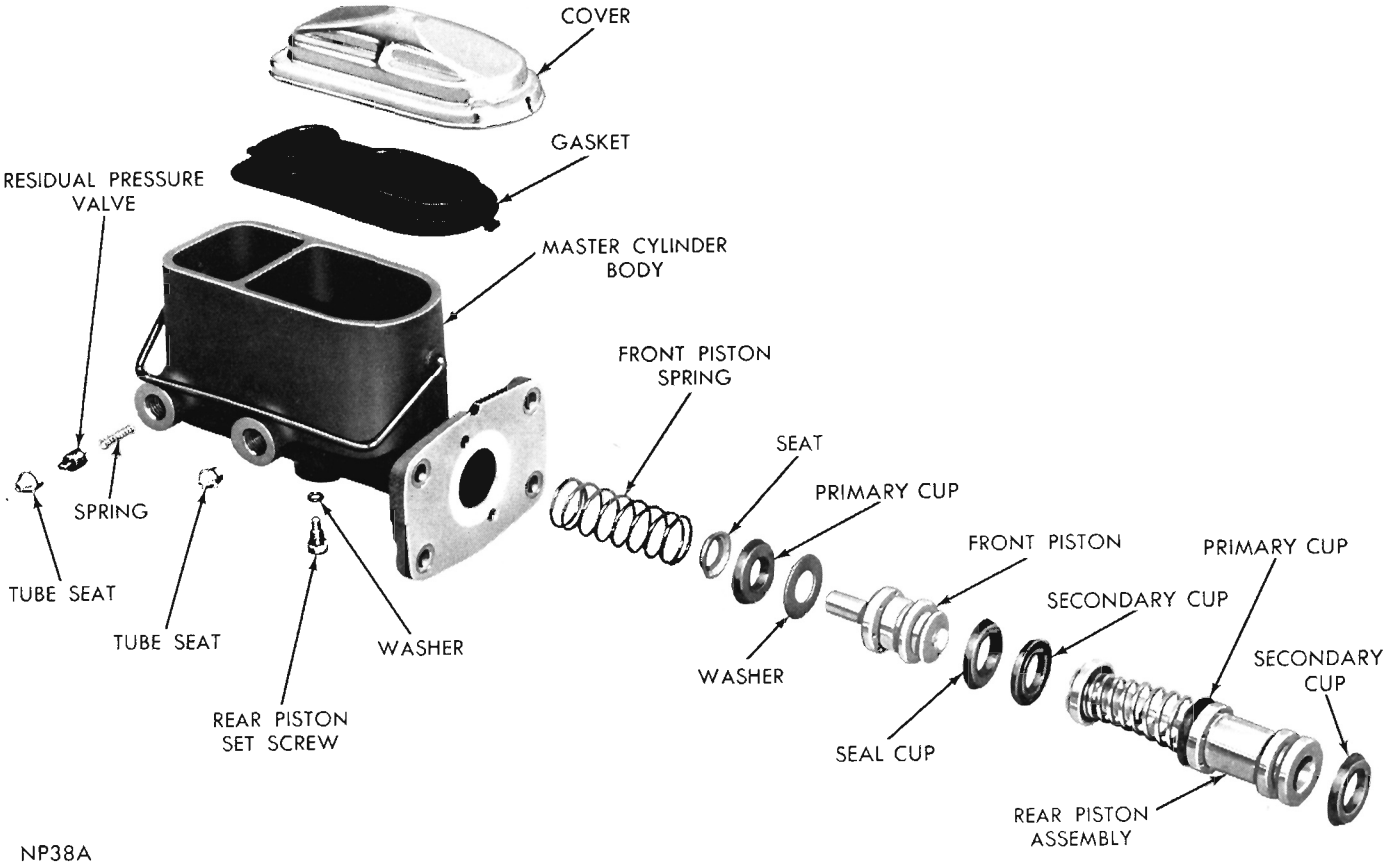

Fig. 4—Tandem Master Cylinder (Exploded View)
(1) Slide thin washer over stem of front piston, followed by primary cup. (Be sure lip is away from piston.) (Fig. 4).
(2) Carefully work seal cup over rear end of piston and into second land. (Be sure lip of cup is facing front of piston.) (Fig. 4).
(3) Carefully work secondary piston cup over piston and into rear land. The lip must be facing toward rear (Fig. 4).
(1) Carefully work secondary cup over rear end of rear piston with lip of cup toward front (Fig. 4).